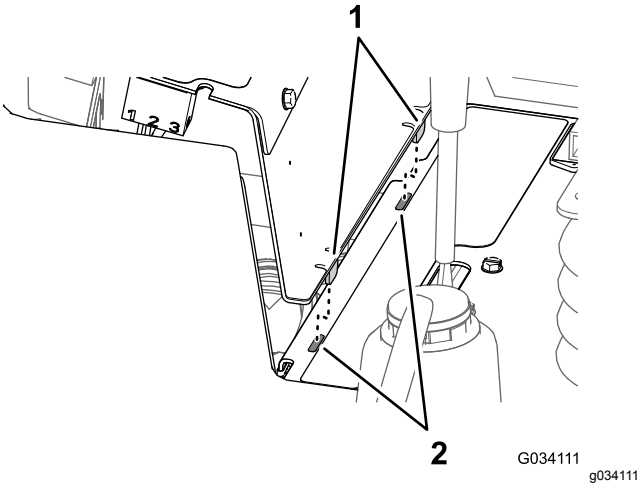

Figur 56
2. Tilret de to tapper nederst på sidepanelet med de to riller i stellet til konsollen (Figur 56).